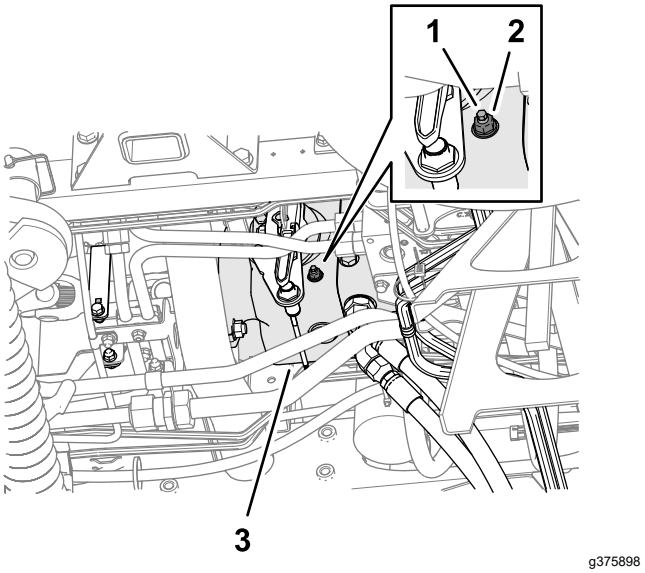

Figura 132
3. Din partea inferioară a mainii i din partea dreaptă a pompei de traciune, slăbii contrapiulia care fixează urubul de reglare pentru revenirea în poziia neutră (Figura 132).